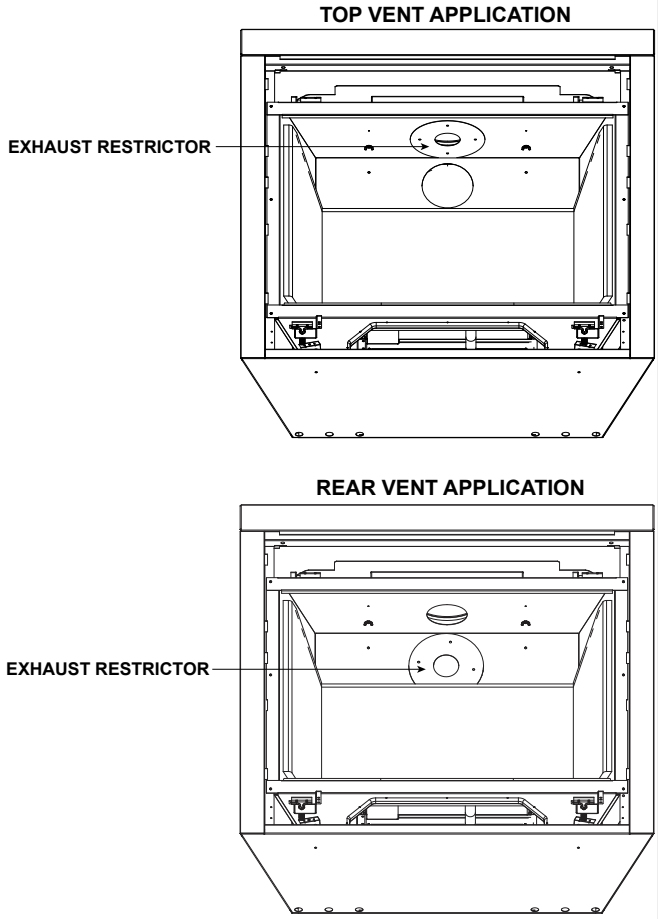

Figure 4.16 Exhaust Restrictor Installation (Top Refractory Panel Removed to Aid in Visual Clarity)
1. Install the exhaust restrictor over the center of the exhaust outlet in the firebox. See Figure 4.16.